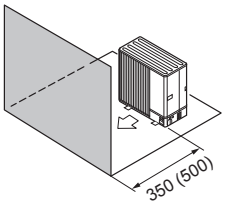

Fig. 1-9
④ Obstacles at front only (Fig. 1-9)